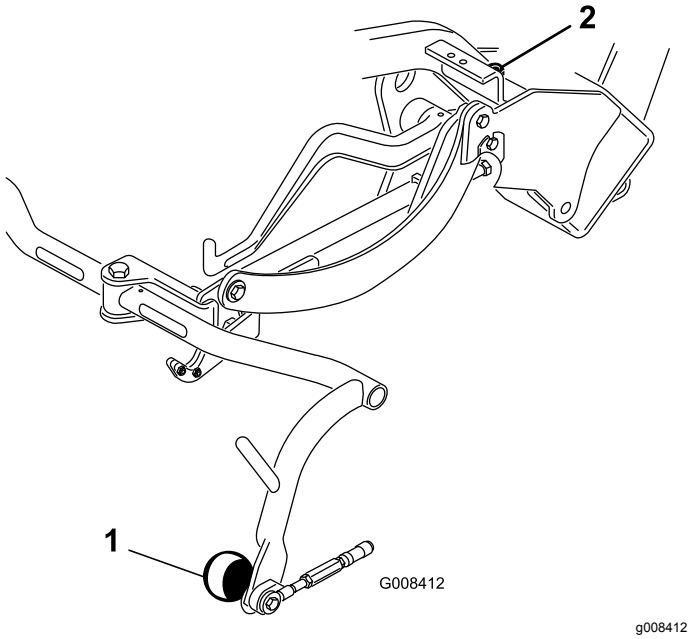

**Rysunek 9**
3. W razie potrzeby wyregulowania odstępu poluzuj przeciwnakrętkę na śrubie ogranicznika ramy nośnej (Rysunek 9) i przekręcaj śrubę w górę lub w dół, aby unieść lub opuścić ramę nośną. Dokręć przeciwnakrętkę, aby zablokować regulację.